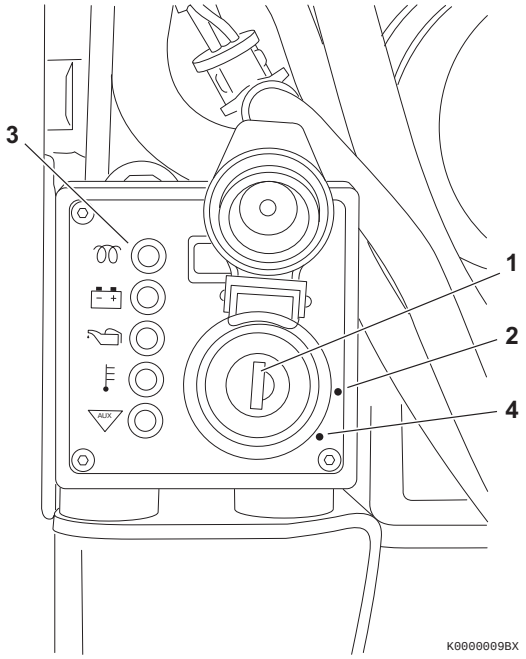
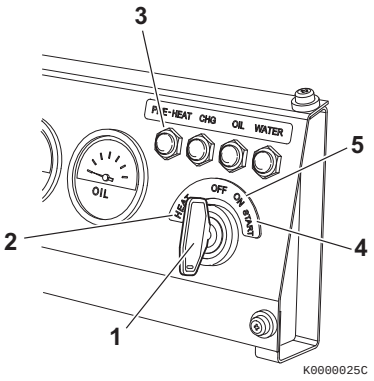

Figure 2
Figure 3
7. Insert the key into the key switch **(Figure 2, (1))** or **(Figure 3, (1))**.
8. Turn the key to the ON position **(Figure 2, (2))** or the HEAT position **(Figure 3, (2))**. The pre-heat indicator **(Figure 2, (3))** flashes for several seconds and then goes out. After the pre-heat indicator goes out you can start the engine.
9. Turn the key clockwise to the START position **(Figure 2, (4))** or **(Figure 3, (4))**. Release the key as soon as the engine starts. It will return to the ON position **(Figure 2, (2))** or **(Figure 3, (5))**.